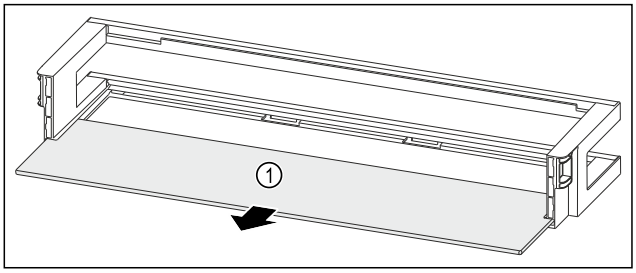

Fig. 56 Dørhylle med oppstillingsplass
▶ Fjern oppstillingsplassen *Fig. 56 (1)*.